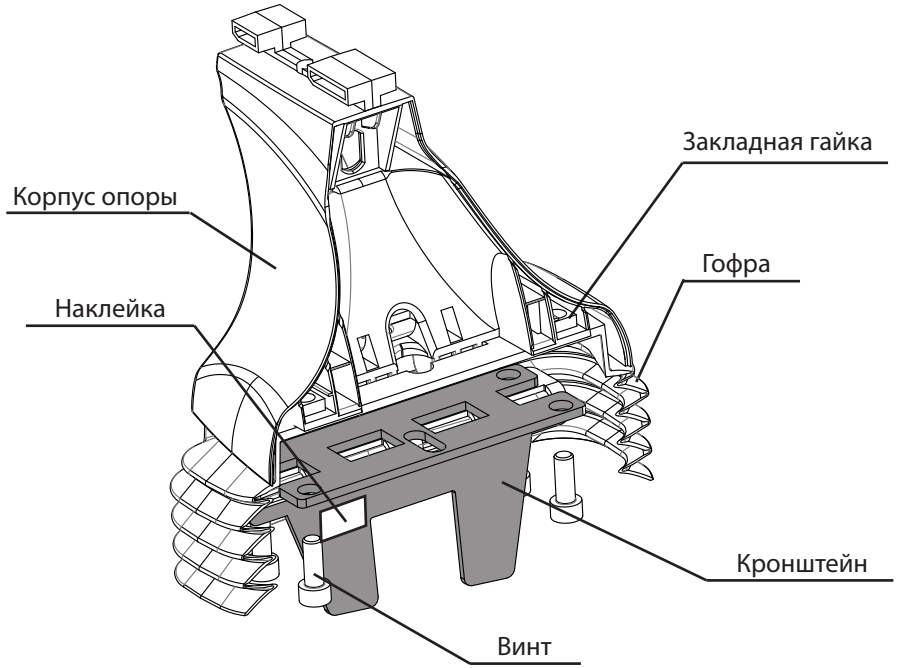

Рис. 3
2.4 Вставьте в пазы опоры закладные прямоугольные гайки. С помощью винтов установите гофру и кронштейн на опоре (рис.3). Кронштейн устанавливайте так, чтобы наклейка на кронштейне находилась с лицевой стороны опоры. Обратите внимание: на наклейке указано место установки опоры на крыше автомобиля. Гофра показана схематично.